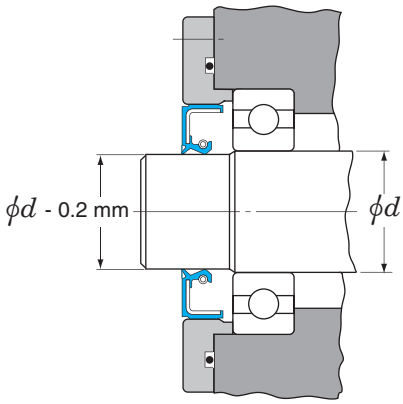

Fig. 1.7.3 Recommended shaft profile and machine construction to avoid damaging shaft surface
5) To avoid damage on seal lip and shaft surface when seal is mounted onto shaft. Shaft edge should be chamfered or 0.2 mm smaller guide as illustrated bellow (Fig.1.7.3).